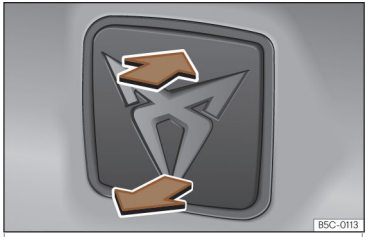

Fig. 86 Portellone posteriore: apertura dall'esterno.
Il meccanismo di apertura del portellone funziona elettricamente. Si attiva azionando la maniglia a forma di sigla del portellone ››› **fig. 86**.
- Aprire: tirare la maniglia e sollevarla ››› **fig. 86**. Si apre automaticamente.